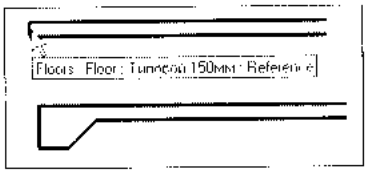

Рис. 17.36. *Добавление к перекрытию ребра на виде разреза*
2. Щелкая по горизонтальным кромкам перекрытия, или модельным линиям, нарисованным на его поверхности, разместить по ним сегменты, образующие одно ребро перекрытия. При размещении ребра перекрытия на виде разреза сделать щелчок на вертикальном ребре кромки (рис. 17.36).